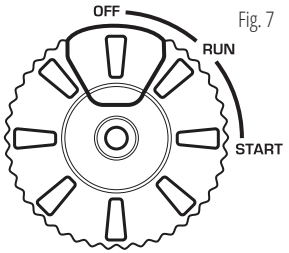

Fig. 7
3. Rotiți întrerupătorul multifuncțional în poziția „OFF” (Fig. 7). M